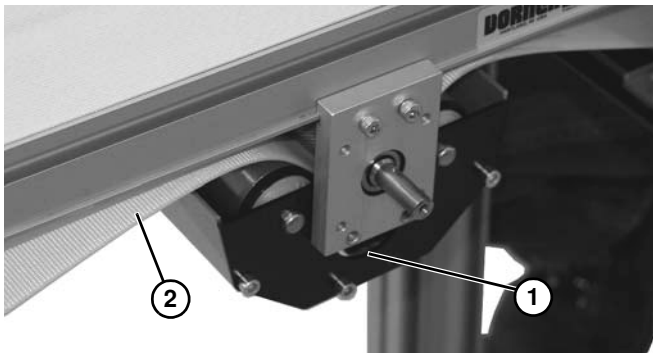

Abbildung 73
4. Untergurtantriebsbaugruppe **(Abbildung 73, Teil 1)** absenken und vom Band **(Abbildung 73, Teil 2)** abnehmen.